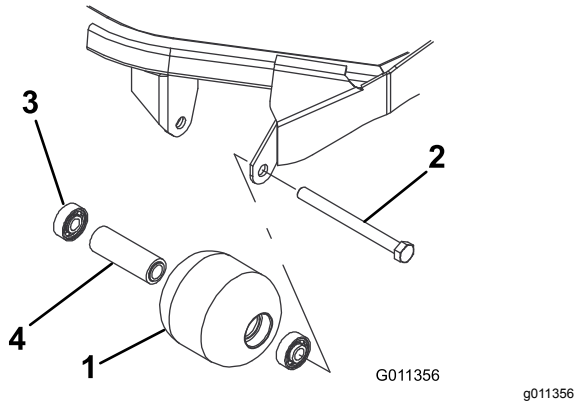

Figur 61
1. Fjern rullemonteringsbolten (Figur 61).
4. Efterse rullehuset, lejerne og lejeafstandsklodsen for skader (Figur 61). Udskift beskadigede komponenter, og saml dem.
1. Tryk det første leje ind i rullehuset (Figur 61). Tryk kun på den yderste løbering eller lige meget på den inderste og den yderste løbering.
2. Indsæt afstandsklodsen (Figur 61).
3. Tryk det andet leje ind i rullehuset (Figur 61), idet du trykker lige meget på den inderste og den yderste løbering, indtil den inderste løbering berører afstandsklodsen.